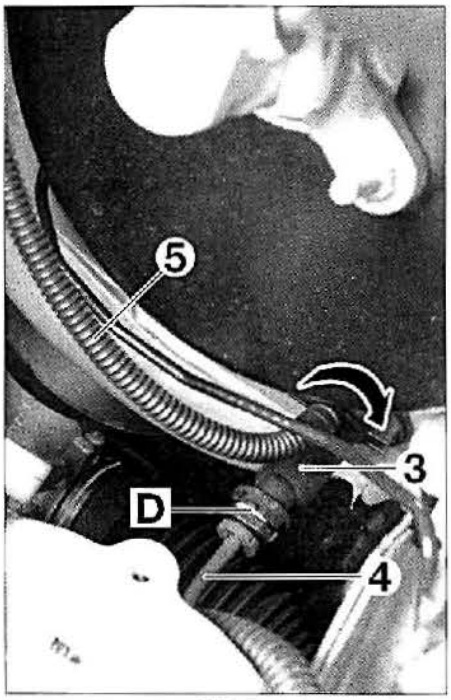

FIG. 8
- Desbloquear el cilindro de mando de embrague (3) por rotación (siguiendo la flecha) (fig. 8).